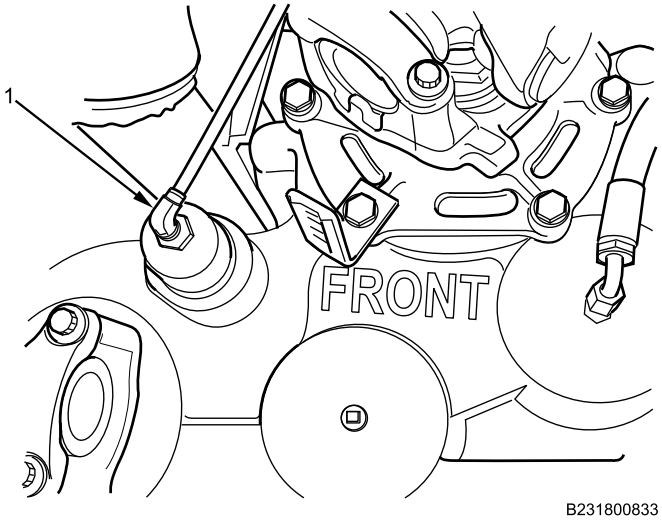

Figure 2. Front of Transfer Case.
4. Disconnect air line (Figure 2, Item 1) from front of transfer case.